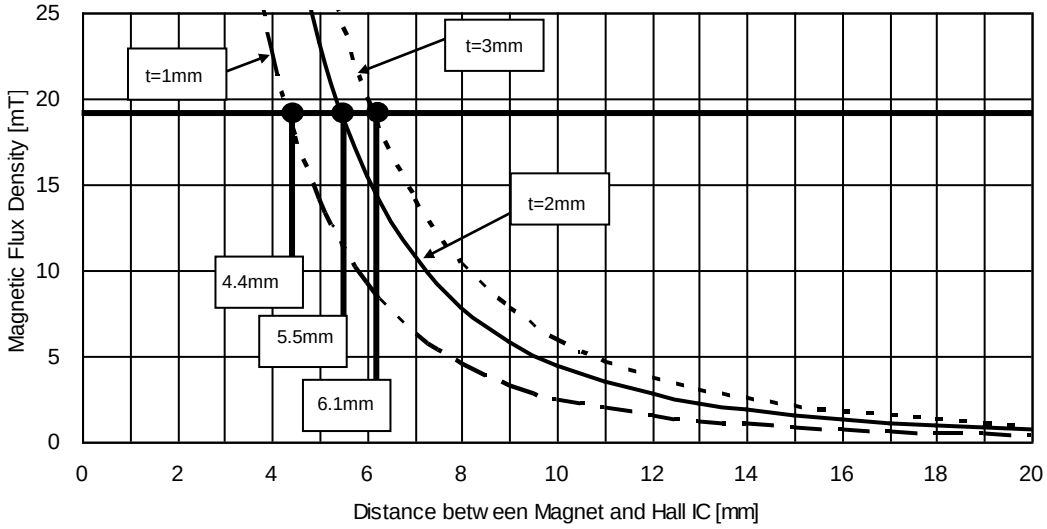
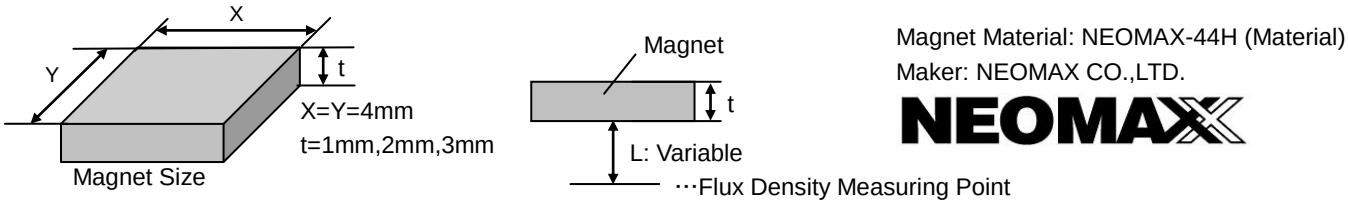

Figure 18. Magnetic Flux Density vs Distance between Magnet and Hall IC
Figure 19. Magnet Dimensions and Flux Density Measuring Point
Of the two representative varieties of permanent magnet, neodymium generally offers greater magnetic power per volume than ferrite, thereby enabling the highest degree of miniaturization, thus, neodymium is best suited for small equipment applications. Figure 18 shows the relation between the size (volume) of a neodymium magnet and magnetic flux density. The graph plots the correlation between the distance (L) from three versions of a 4mm x 4mm cross-section neodymium magnet (1mm, 2mm, and 3mm thick) and magnetic flux density. Figure 19 shows Hall IC detection distance – a good guide for determining the proper size and detection distance of the magnet. Based on the BU52177GXZ operating point max of 19.0mT, the minimum detection distance for the 1mm, 2mm and 3mm magnets would be 4.4mm, 5.5mm, and 6.1mm, respectively. To increase the magnet's detection distance, either increases the magnet's thickness or sectional area.